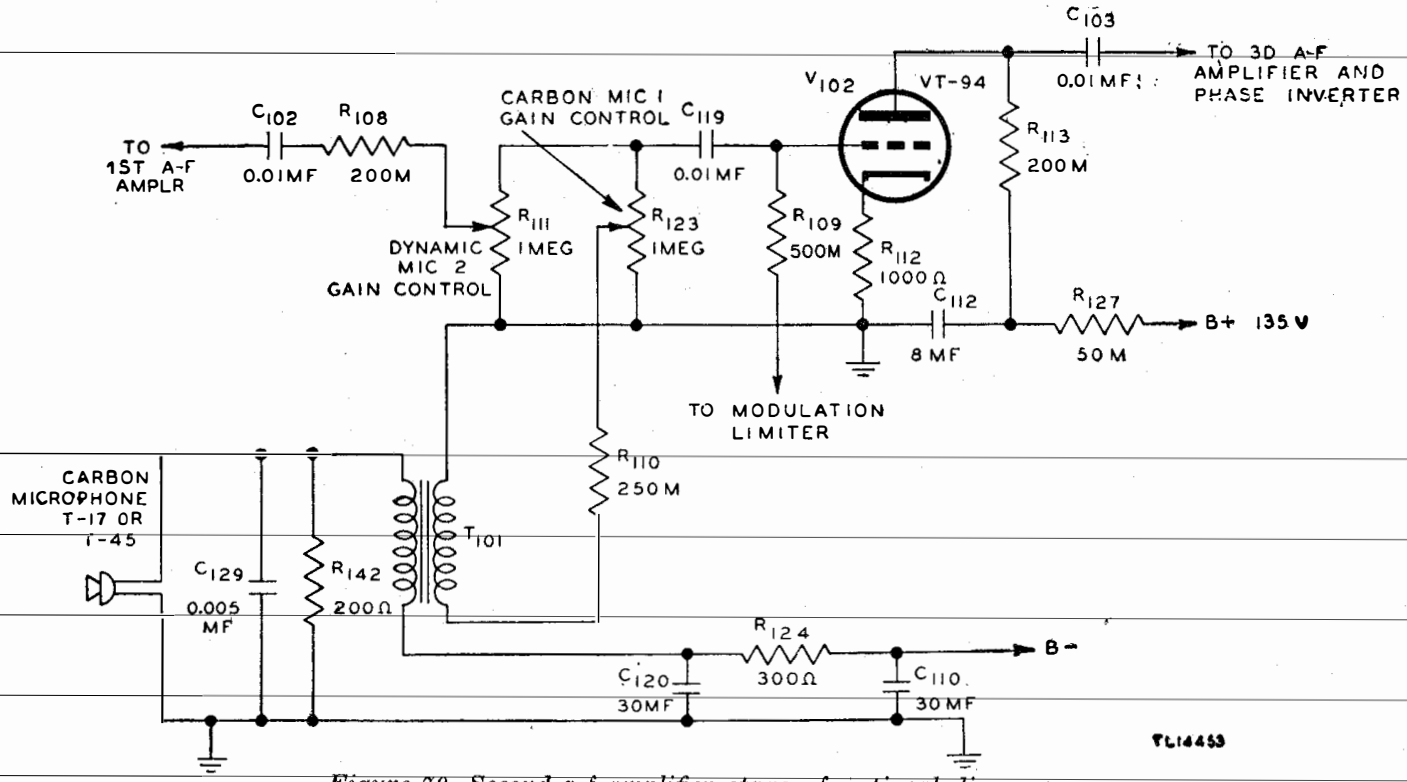
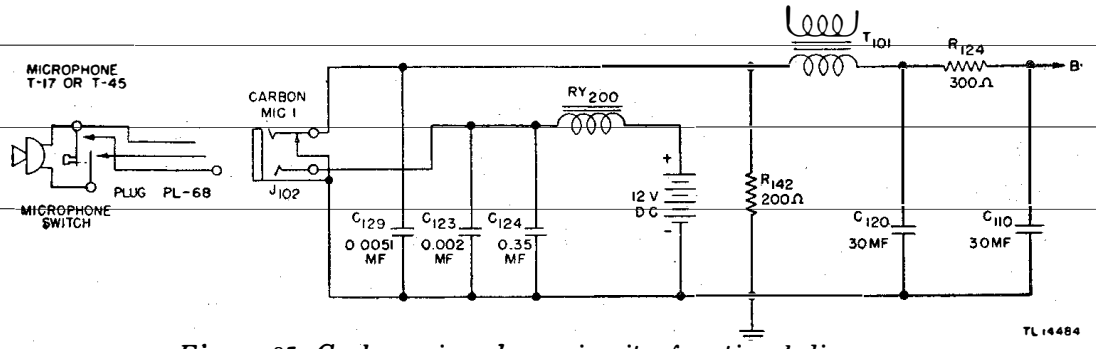

Figure 79. Second a-f amplifier stage—functional diagram.
Figure 85. Carbon microphone circuit—functional diagram.
145. Second A-F Amplifier (fig. 79)
a. Microphone T-17 or T-45 (fig. 85). The control and jack marked CARBON MIC. 1, located on the upper left-hand side of the front panel of the speech amplifier, are for use with carbon Microphones T-17 or T-45. The cords of these microphones are equipped with Plugs PL-68. Jack J_{102} is a two-circuit jack which accommodates a Plug PL-68. One pair of contacts on jack J_{102} is normally closed; these contacts short circuit resistor R_{142}. When a microphone is plugged into jack J_{102}, the closed contacts open and connect the microphone in series with the primary winding of transformer T_{101} and the microphone current supply. Another contact on jack J_{102} completes a 12-volt d-c circuit through relay RY_{200} (located in Junction Box JB-70-A) and the microphone switch. The CARBON MIC. 1 control (resistor R_{123}) functions as a gain control for the speech amplifier when using a carbon microphone. (See fig. 79.)
through pin No. 2 on socket SO_{101} and relay RY_{200}. Capacitor C_{123} is an r-f bypass to prevent high-frequency interference from entering the amplifier by way of the microphone cords. Capacitor C_{124} prevents sparking at the microphone switch contacts when breaking the d-c current through relay RY_{200}. The DYNAMIC MIC. 1 control (resistor R_{111}) functions as a gain control for the speech amplifier when a dynamic microphone or field telephone is used to modulate the transmitter. (See fig. 79.)